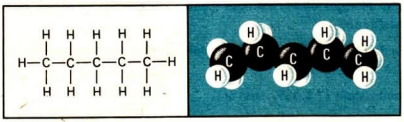

Abb. 71 Strukturformel und Modell des Pentanmoleküls
- Pentan, unverzweigter kettenförmiger Kohlenwasserstoff (Abb. 71).